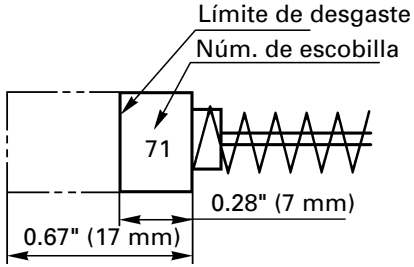

Fig. 4
4. Inspeccionar los escobillas de carbón (Fig. 4)
NOTA: Utilice las escobillas HITACHI Núm. 71 indicadas en la Fig. 4.